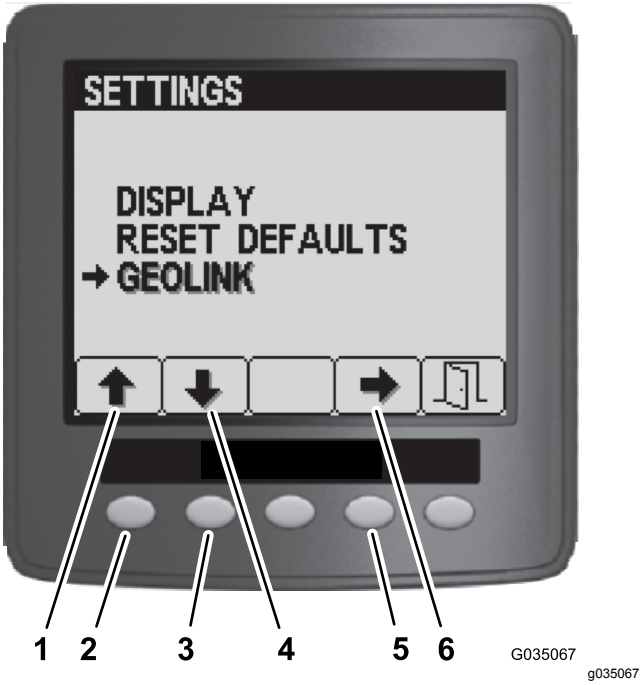

**Рисунок 101**
4. В меню Settings (Настройки) с помощью кнопок 1 или 2 перейдите к пункту GeoLink, затем нажмите кнопку 4, чтобы выбрать меню GeoLink (Рисунок 101).